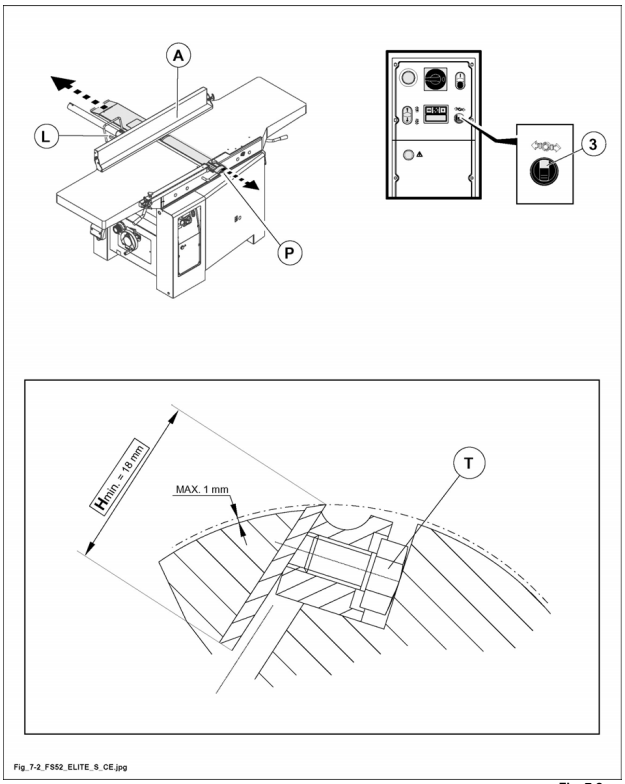

Fig. 7.2
2) Sbloccare il freno motore ruotando il selettore (3 fig. 7.2) su .
3) Posizionare la guida filo (A fig. 7.2) a fondo corsa e serrare la leva (L fig. 7.2).
Escludere la protezione a ponte (P fig. 7.2).
5) Allentare le viti di fissaggio (T fig. 7.2) dei coltelli con l'apposita chiave da 7 mm.
8) Riposizionare la protezione a ponte (P fig. 7.2).
9) Bloccare il freno motore ruotando il selettore (3 fig. 7.2) su .
l'affilatura dei coltelli è permessa fino ad un'altezza minima di 18 mm (fig. 7.2). Raggiunta questa quota sostituire il coltello.